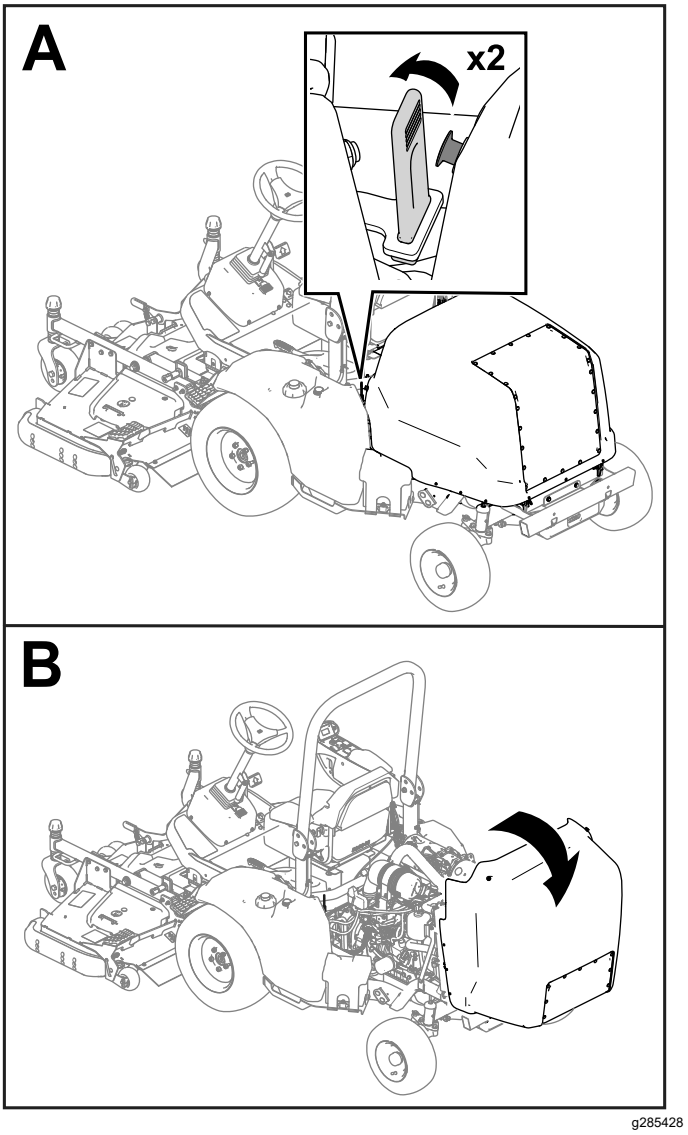

Bild 43
1. Lösen Sie die Gurte von beiden Seiten der Maschine (Bild 43).
2. Öffnen Sie die Motorhaube (Bild 43).